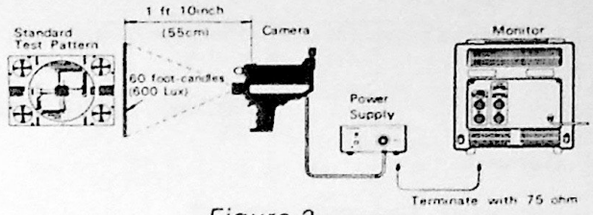

Figure 3
Connect Video Camera, Power Supply and Video Monitor as shown in Figure 3. Video Camera and Video Monitor should be allowed to warm up for 60 seconds, before proceeding with any adjustments.
1. Position test pattern chart, video camera, and video monitor as shown in Figure 3. Apply power to camera and monitor; allow units to warm up for approximately two minutes. If no picture is produced, alternately turn target and beam adjustment control (see Figure 5) until a picture is obtained.